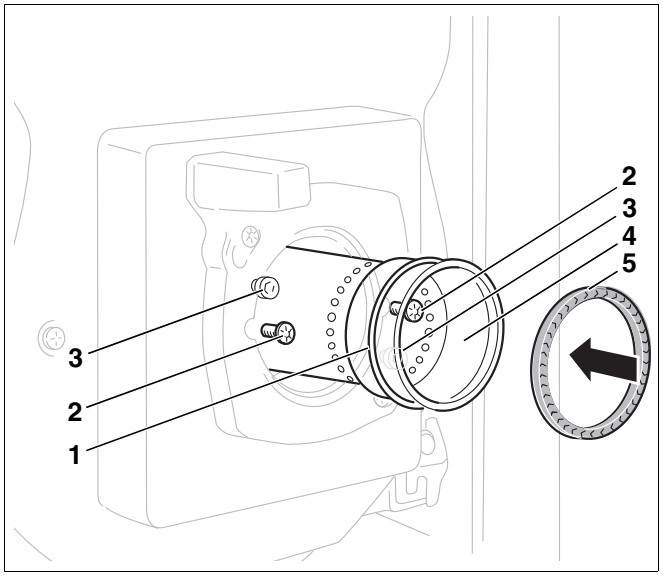

*Рис. 32 Замена трубы горелки и проверка уплотнения для горелок от 17 до 45 кВт*
- Открутить оба винта крепления (Рис. 32, **поз. 2**).
- Установить новую трубу (Рис. 32, **поз. 4**) и кольцо (Рис. 32, **поз. 1**).
- Перед установкой горелки нужно проверить уплотнение (Рис. 32, **поз. 5**) между смесительной системой и трубой горелки.
- Для горелок от 17 до 45 кВт уплотнение (Рис. 32, **поз. 5**) вставляется в трубу горелки.
- Надеть горелку на оба болта на фланце (Рис. 32, **поз. 3**, стр. 36).
- Повернуть влево до упора и затянуть крепежные винты (Рис. 32, **поз. 2**, стр. 36).